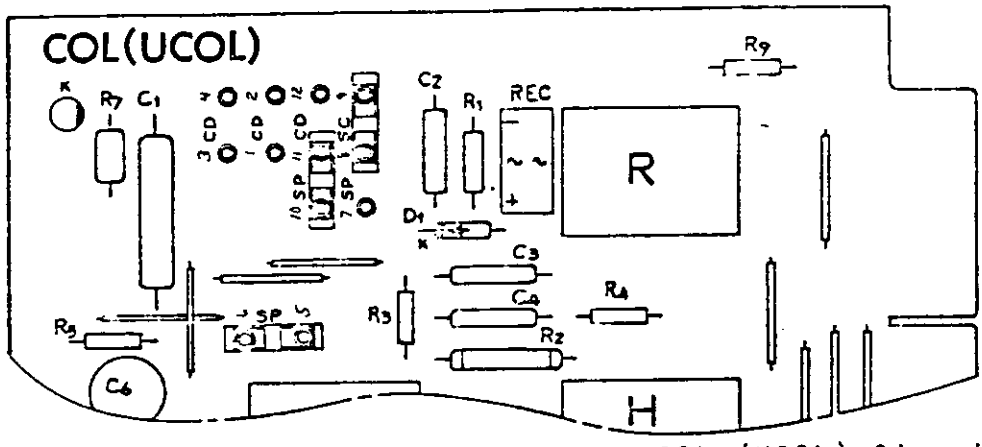

Figure 6 Strapping Option on COL (UCOL) Circuit Card for STC Connection
a. The COL or UCOL CO line card can be used for connection to the TELCO type STC VCA. Three (3) conductors are required for each STC used. A connector (Cinch type DA-51225-1 or equi.) must be provided for use with some types of STC VCA.
b. Both the COL and UCOL CO Line card must be strapped to correspond to the STC signalling requirements. FIGURE 6 illustrates the correct strap position for each type card. To prevent possible damage to the card, it is recommended that the strap options of each card be inspected before it is placed in service.